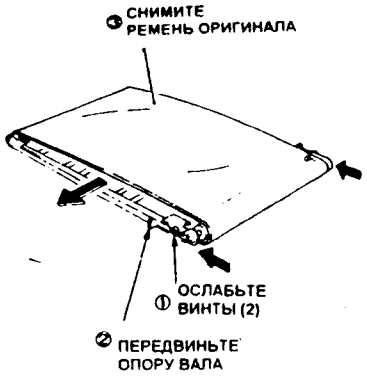

Рис. 2 DUP4-099
4. (Рис. 2) Снимите ремень оригинала.